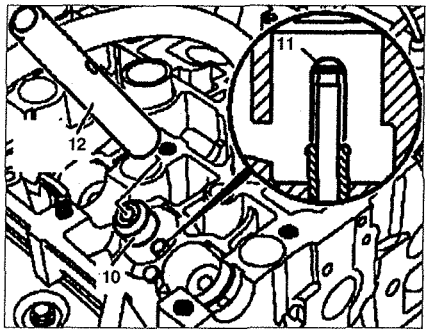

Рис. 2.43. Установите защитную крышку на стержень клапана.
11. Установите защитную крышку **11** на стержень клапана (см.рис. 2.43).